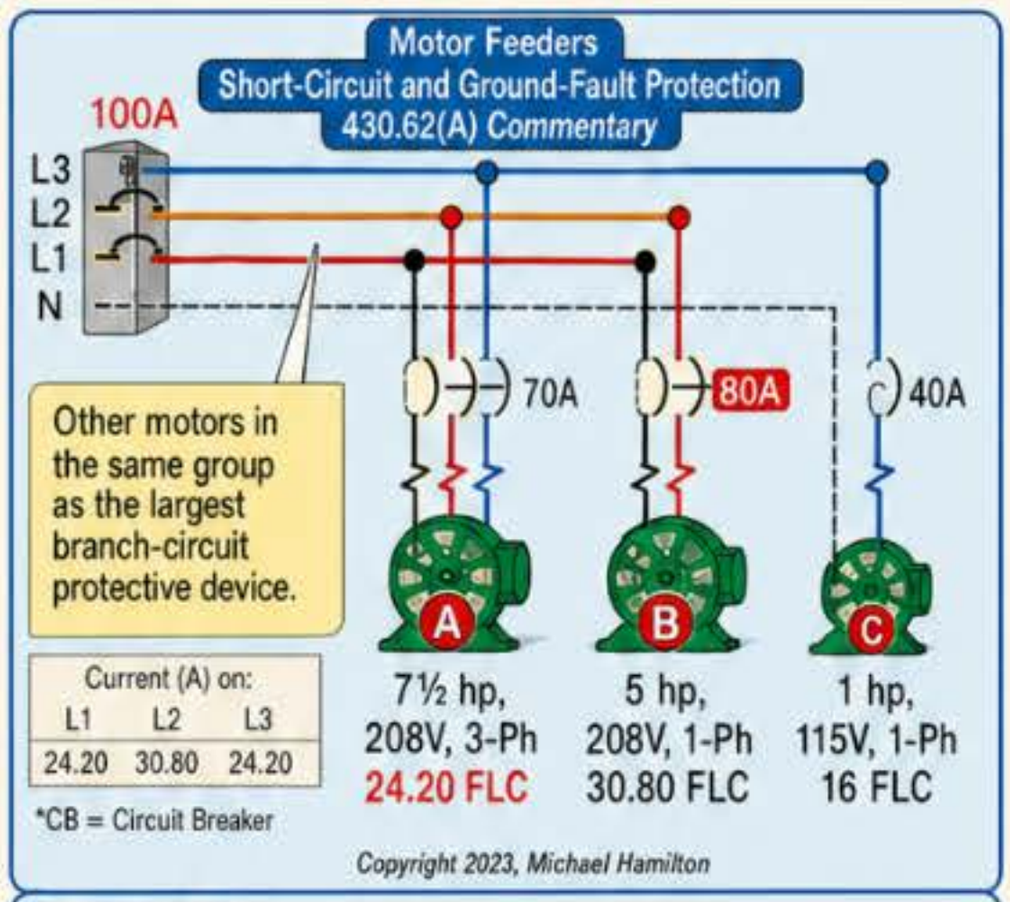

Figure 430-31
- *The "next size up protection" rule for branch circuits [430.52(C)(1) Ex 1] does not apply to motor feeder overcurrent protective devices.*
- *In some installations that use three-phase and single-phase motors on the same feeder, the currents on L1, L2, and L3 (or Phase 1, Phase 2, and Phase 3) will not be the same. The "group" is determined by finding the largest current for each line of the motor feeder.* ▶**Figure 430-31**